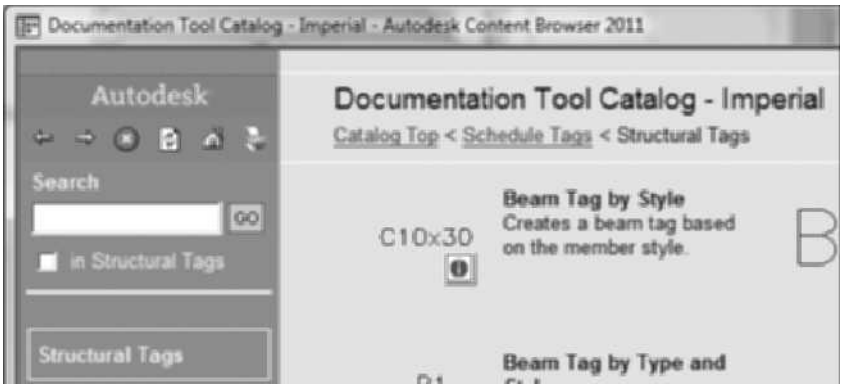
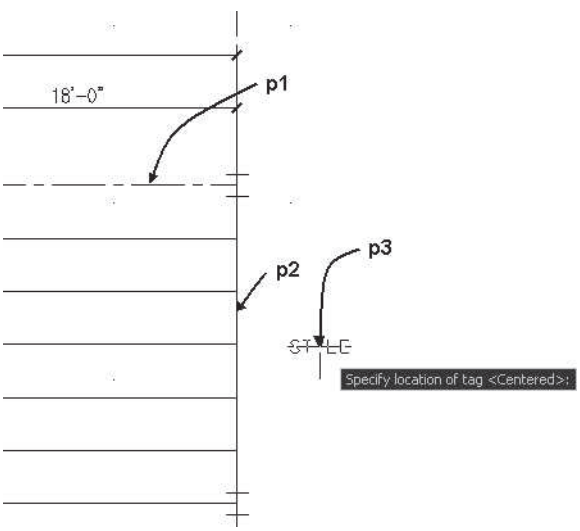

FIGURE 13.43 *Beam tag i-dropped from the Documentation Tool Catalog - Imperial*
FIGURE 13.44 *Beam tag placed*
9. Select the **Home** tab. Choose **Layer Freeze** from the Layer panel. Select the Column grid at **p1** as shown in Figure 13.44. Press ESC to end the command.
10. Select the Annotate tab. Choose Annotation Tools to display the Document palette group. Choose the Tags palette. Select the More Tag Tools of the Tags palette to open the **Content Browser**. Double-click Structural Tags to open the Structural Tags category as shown in Figure 13.43. Drag the i-drop of the **Beam Tag by Style** tool to the workspace. Respond to the workspace prompts given in the following and in Figure 13.44 to place the tag:
`Select object to tag:` *(Select the beam at* `p2` *as shown in* `Figure 13.44.`*)*
`Specify location of tag <Centered>:` *(Select a point near* `p3` *as shown in* `Figure 13.44.`*)*